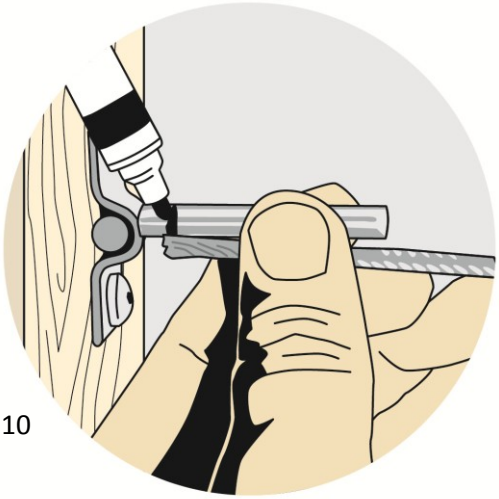

Fig 10
a) Insert a piece of cable into the installed Surface Mounted Fitting and mark on the fitting that indicates how far the cable penetrates (Fig. 10).